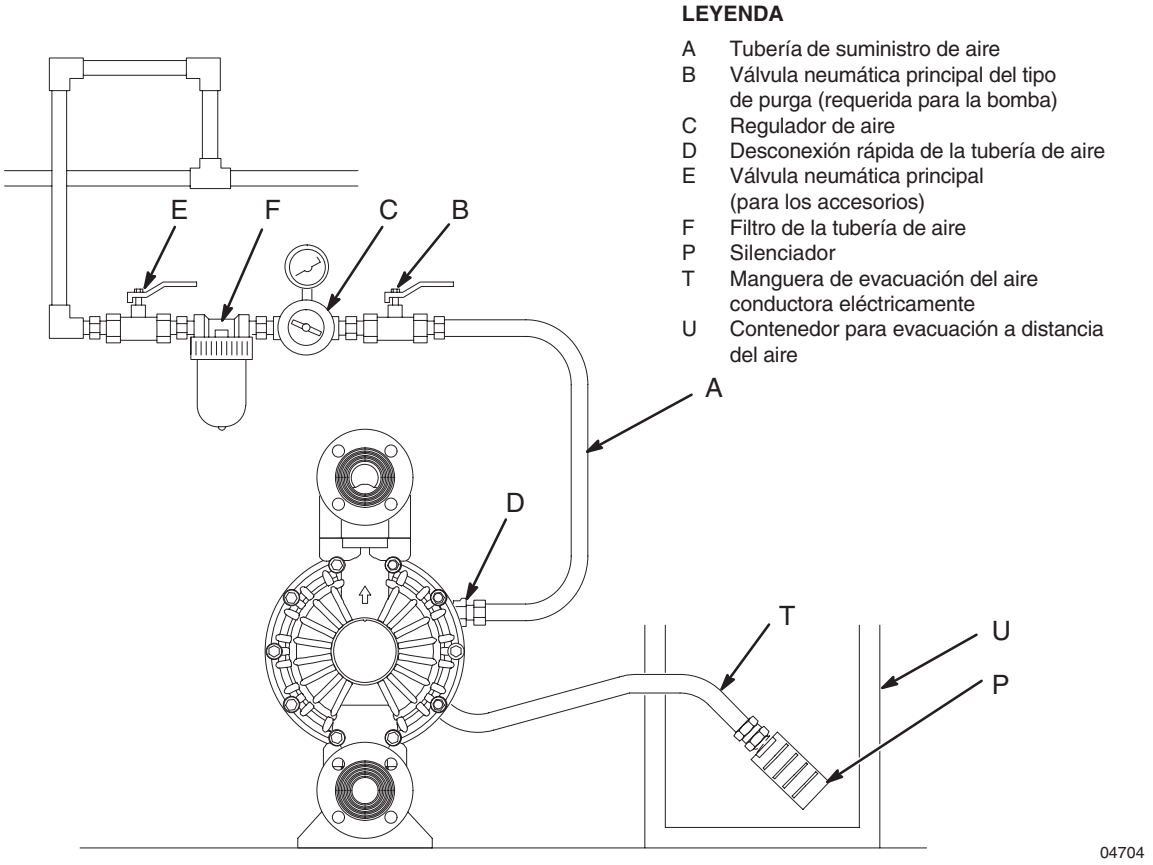

Fig. 6
Un fallo de la membrana puede provocar el bombeo del fluido hacia la salida del aire. Coloque un contenedor apropiado en el extremo de la tubería de salida de aire para recoger el fluido. Consulte la Fig. 6.
1. Desmonte el silenciador (P) de la salida del aire.
2. Instale una manguera de evacuación del aire conductora eléctricamente (T) y conecte el silenciador (P) al otro extremo de la manguera. El tamaño mínimo de la manguera de evacuación del aire es de 19 mm de diámetro interno. Si se requiere el uso de una manguera mayor de 4,57 m, utilice una manguera de mayor diámetro. Evite la formación de curvas o dobleces en la manguera. Consulte la Fig. 6.
3. Coloque un contenedor (U) en el otro extremo de la tubería de evacuación del aire para recoger el fluido en caso de rotura de la membrana.